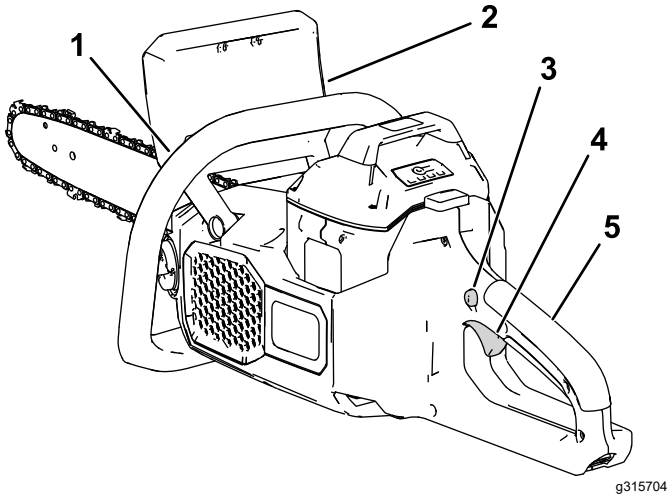

**Figur 9**
7. Tryk på udløserlåsen, og tryk så på udløseren med venstre hånd på forreste håndtag og højre hånd på bageste håndtag (Figur 9).